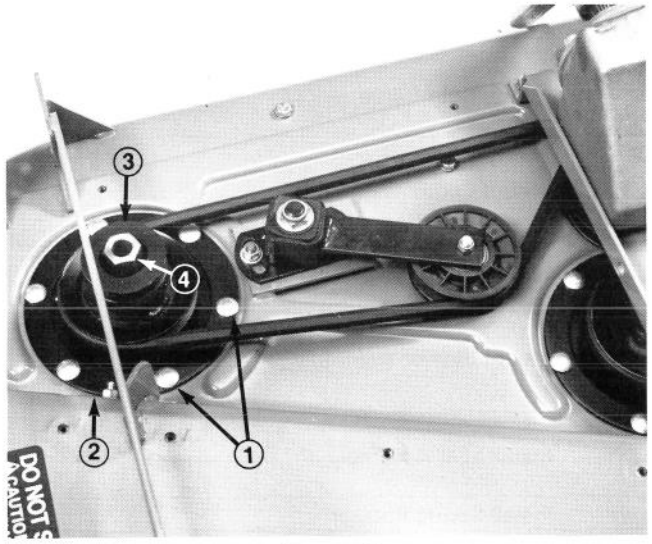

Figure 2
5. Remove six flange bolts and nuts holding spindle housing assembly and support ring against cutting unit (Fig. 2). Slide spindle housing assembly out bottom of cutting unit.